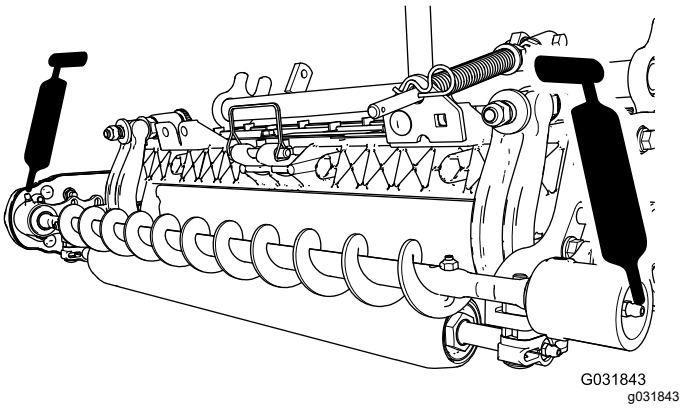

Rysunek 20
3. Wtłocz przez smarowniczki na każdej obudowie łożyska szczotki wałkowej smar litowy nr 2 (Rysunek 20).